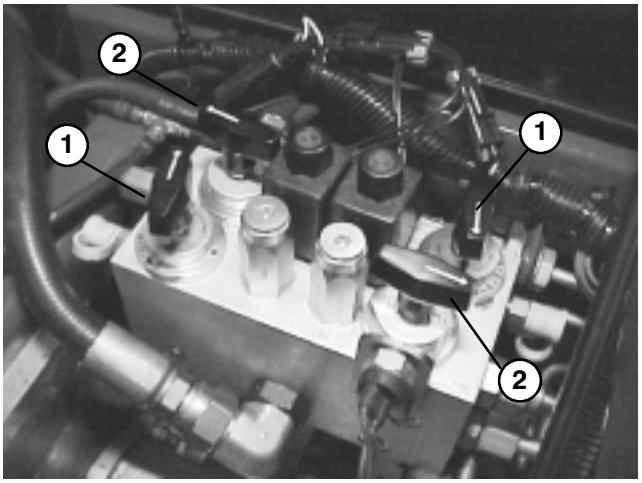

Figure 66
3. Locate the reel speed selector knobs and backlap knobs (Fig. 66). Rotate the desired backlap knob(s) to the backlap position and the desired reel speed selector knob(s) to position "1."